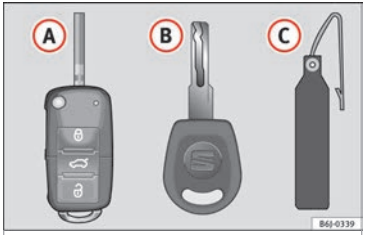

Fig. 49 Set of keys.
- one remote control key ››› Fig. 49 (A) with folding key bit,
- one key without remote control (B),
- a plastic key tab* (C).